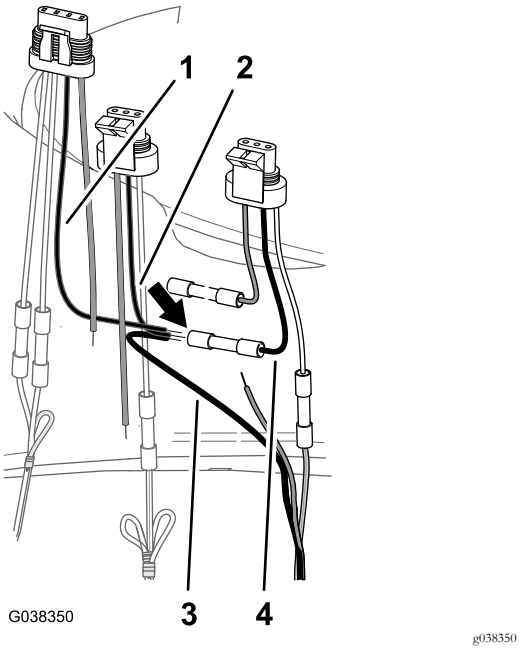

Figura 46
3. Alinhe o fio preto do adaptador de 4 pinos para a válvula de aplicação e o fio preto do adaptador de 3 pinos da válvula de agitação e o fio azul da cablagem DIN com o fio preto do adaptador de 3 pinos para a válvula de pulverização principal; consulte a tabela de fios para a válvula de pulverização principal (Figura 46).